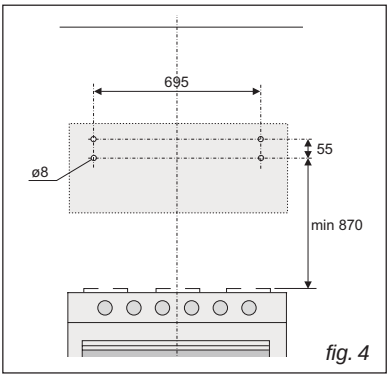
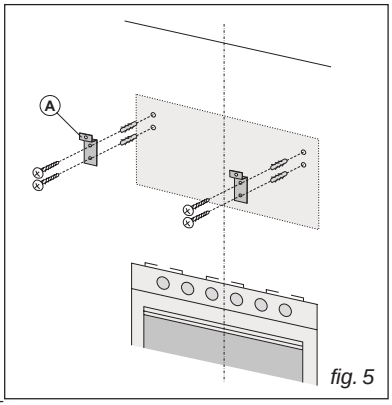

fig. 4
fig. 5
- **Fixation au mur:** Tracez une ligne sur le mur, à la verticale de votre plan de cuisson. Tracez sur le mur les 4 premiers trous que vous devrez percer, en respectant les mesures indiquées à la Fig.4; percez 4 trous et y placez les 4 chevilles (fournies en équipement). Fixez les supports métalliques (A) au mur en utilisant les trous percés - Fig.5 - (les vis pour la fixation du support sont fournies).